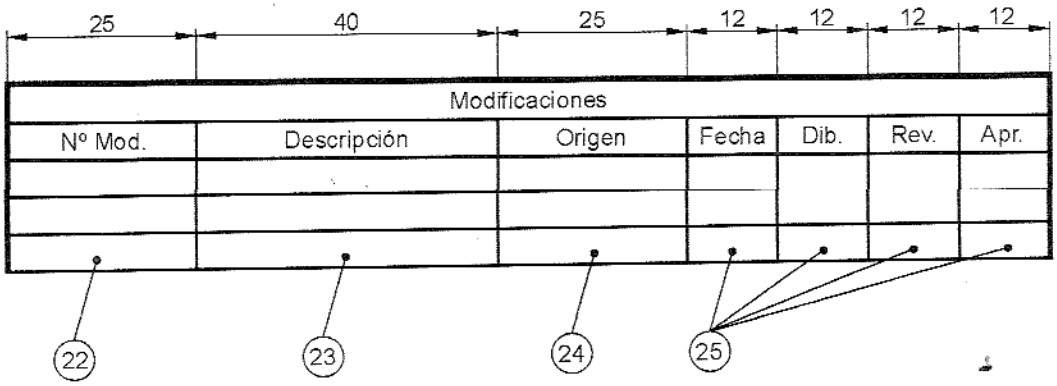

Figura 6 – Ejemplo de lista de modificaciones
6.2 Medidas. Se recomienda que los campos de datos tengan la distribución y medidas indicadas en la figura 6.
6.3 Datos. Se recomienda que la lista de modificaciones contenga los siguientes datos, los cuales se muestran en el ejemplo de la figura 6: